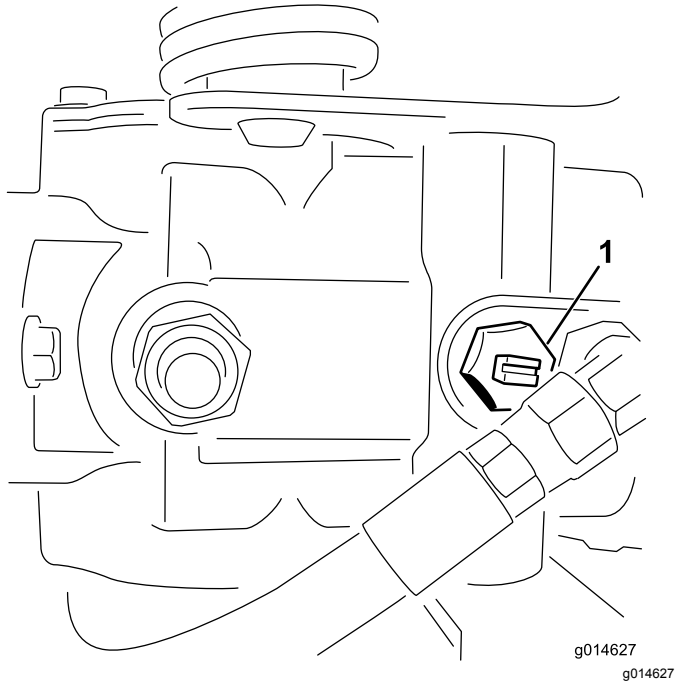

Figur 43
1. Lokalisera överströmningsventilen på pumpen och vrid den så att skåran är lodrät (Figur 43).
2. Stäng överströmningsventilen genom att vrida den så att skåran är vågrät (Figur 43) innan du startar motorn. Starta inte motorn när ventilen är öppen.